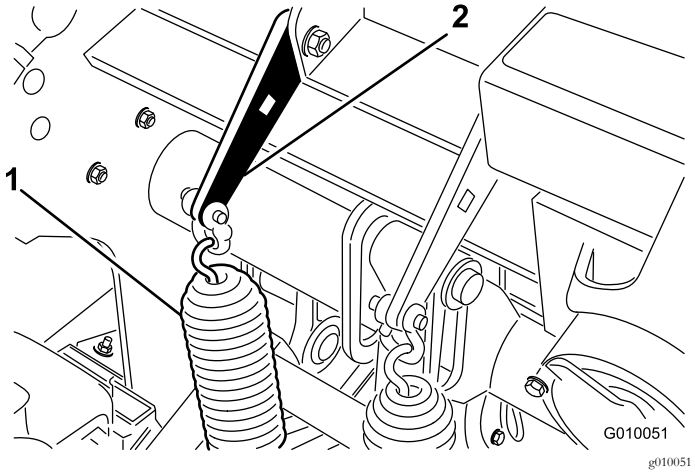

Figuur 36
2. Draai de moeren van de slotbouten los waarmee de beugels van de veer zijn bevestigd aan de beluchtingskop (Figuur 36). Verwijder de moeren niet.